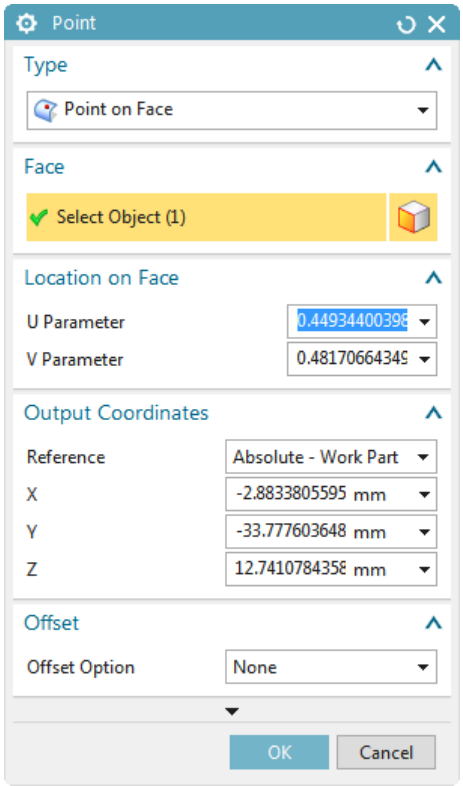

Figure 2-14 *The* ***Point*** *dialog box*
11. Choose the **Point Dialog** button from the **Position of Gate** rollout; the **Point** dialog box is displayed, refer to Figure 2-14.